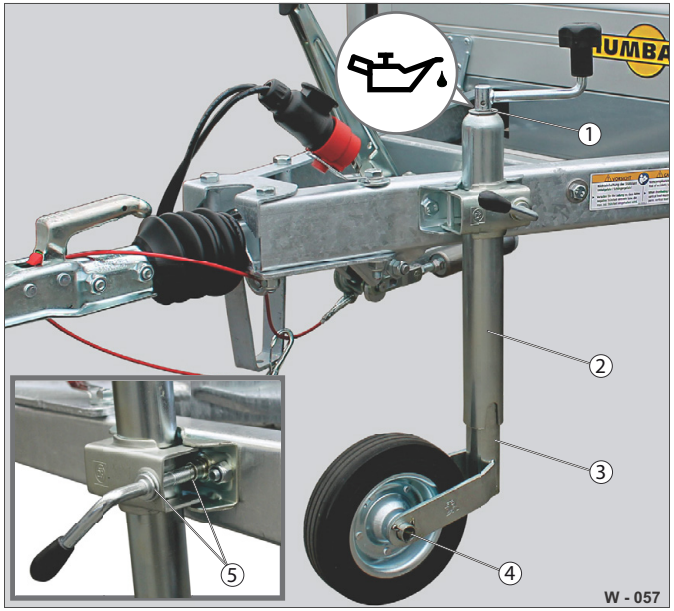

Abb. 46 Podpěrné kolo manuální: Mazací místa
Mazací práce na podpěrném kole je třeba provádět s připojeným/podepřeným přívěsem. Válcovité těleso (Abb. 46/2) se nesmí mazat zvenčí!
- ▶ Překontrolujte deformaci ložiska a kola (Abb. 46/4).
- ▶ Nakapejte olej pro strojní zařízení do štěrbiny na olej (Abb. 46/1).
- ▶ Našroubujte šroub s kulovou rukojetí (Abb. 46/5) a rozevřete svorku.